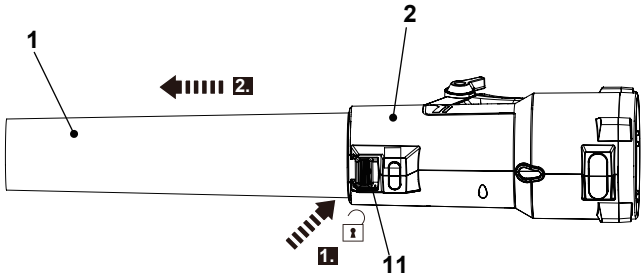

Fig. 8
3. Remove the air tube (1) from the main unit if necessary.
Press down the clamp lever (11) and hold it in positon, then pull out the air tube (1) from the air outlet (2) (Fig. 8).